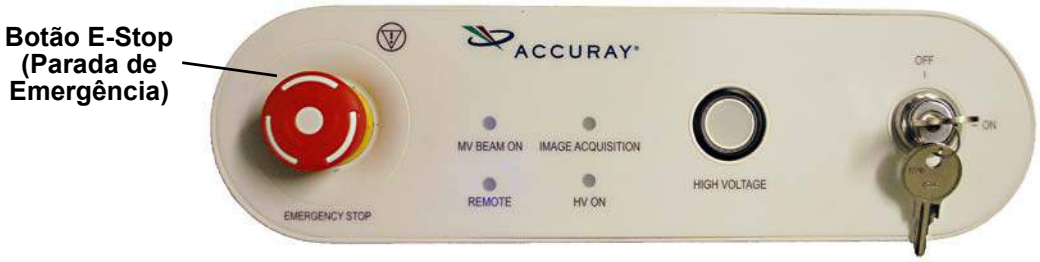

Figura 2 Botão E-Stop (Parada de Emergência) no painel de controle do operador
- no painel de controle do operador (consulte Figura 2).